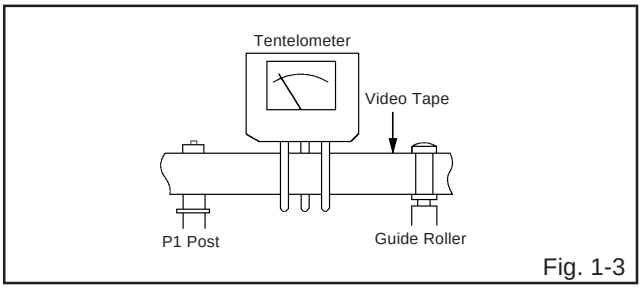

Fig. 1-3
2. Install the tentelometer as shown in **Fig. 1-3**. Confirm that the meter indicates 20 ± 2gf in the beginning of playback.